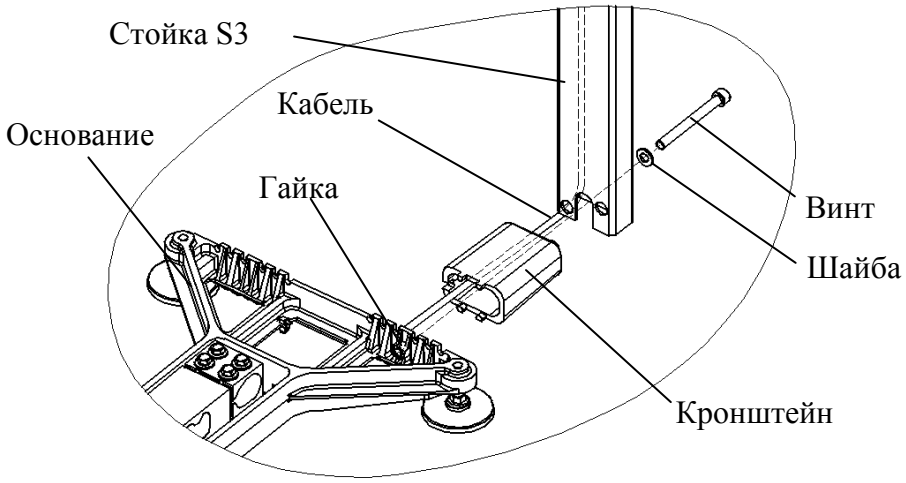

Рис. 6.3 - Крепление прямоугольной стойки
- обязательно протянуть кабель весовой платформы через кронштейн и стойку (см. Рис. 6.3);